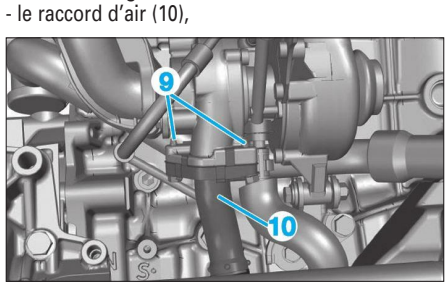

**Fig. 46**
- les vis (9) **(Fig.46)**,
- le raccord d'air (10),